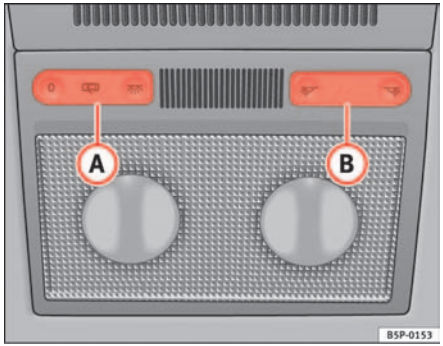
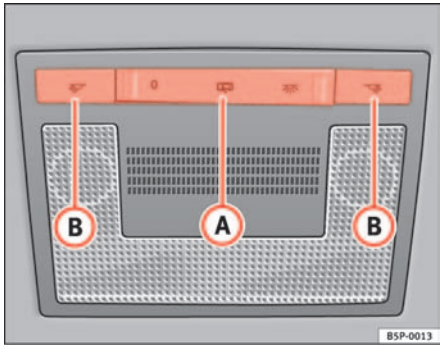

Fig. 81 Detail of the roof: Front reading light type 1
Fig. 82 Detail of the roof: Front reading light type 2
Press the corresponding button ⇒ fig. 81 (B) and ⇒ fig. 82 (B) to switch on the reading light.